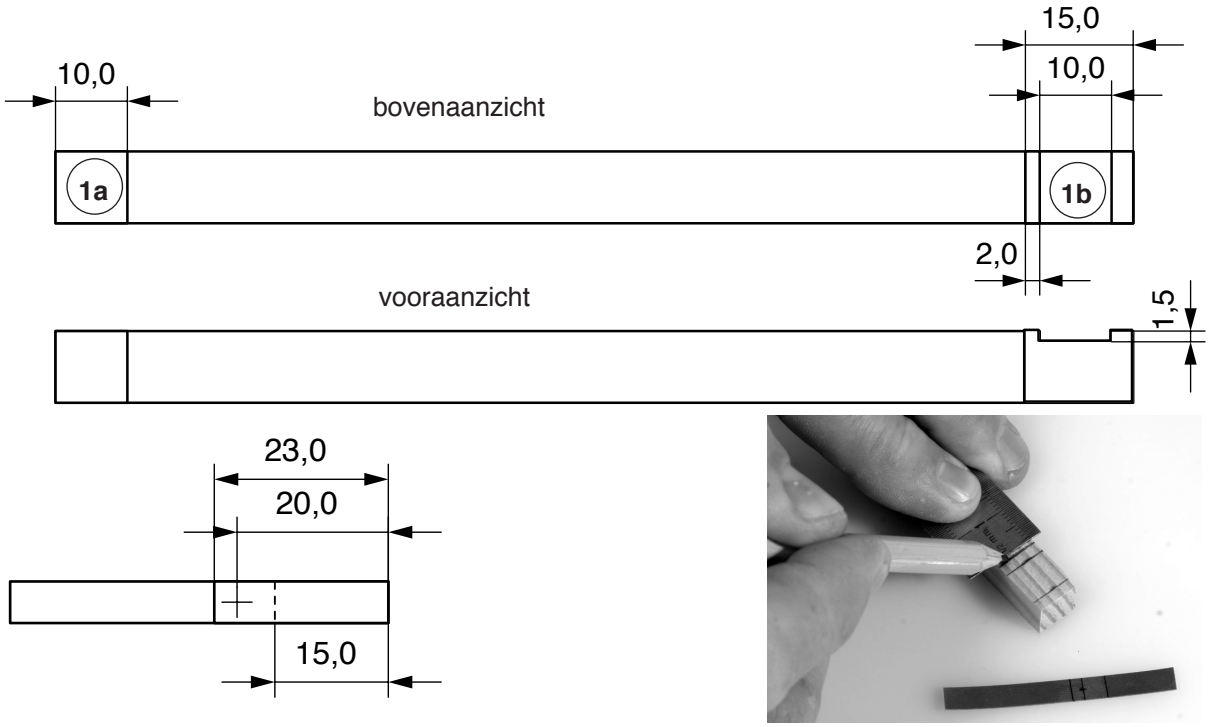

afb.: 1
1. Neem de afmetingen van onderstaande tekening over op het houten latje en het bronzen strookje (afb. 1).